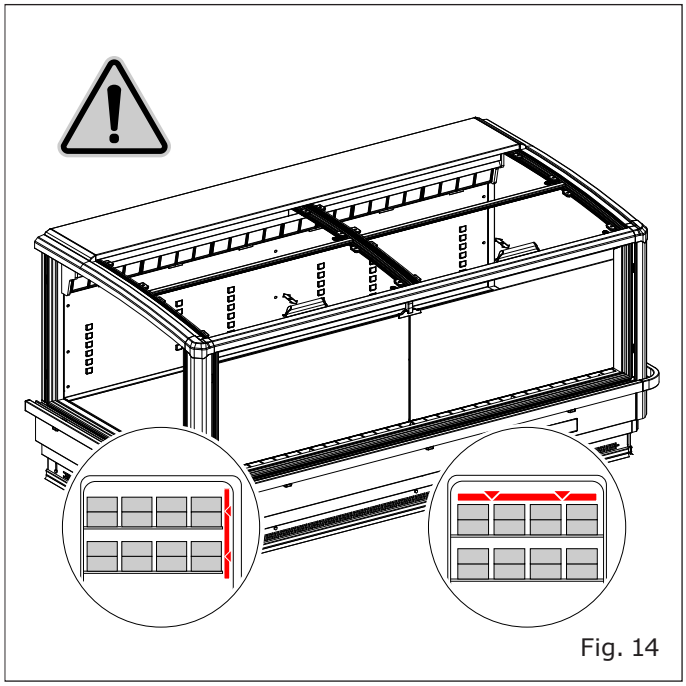

Fig. 14
- La merce non superi la linea di carico ("Fig. 14").